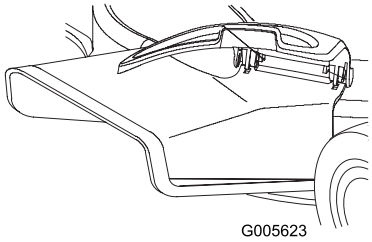

Figur 27
2. Lyft upp kåpan över sidoöppningen (Figur 27).
3. För utkastaren över öppningen och rikta in skårorna i utkastaren mot tapparna under kåpan (Figur 27).